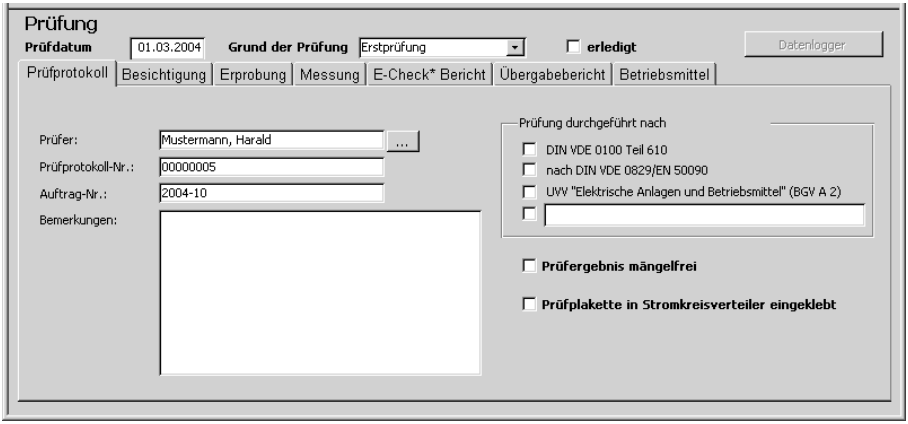

Bild 5.25: Änderung des Datensatzes für Prüfung
Der nun am Bildschirm angezeigte Datensatz kann entsprechend geändert werden, siehe Beispiel Bild 5.25.
- Wählen Sie den Datensatz "Erstprüfung" aus Beispiel Bild 5.25 aus.